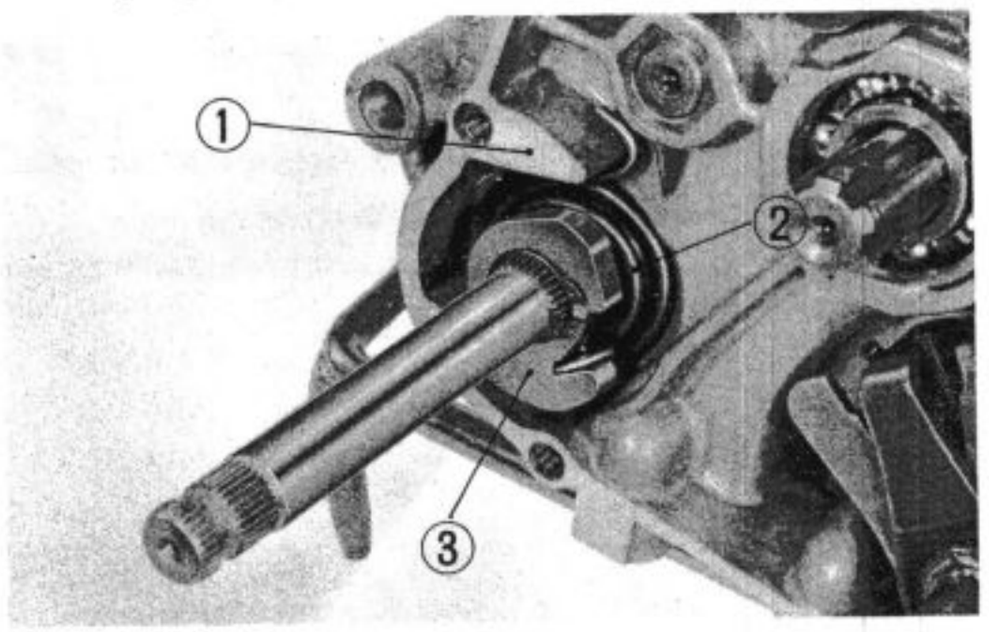

Fig 3-30 1. Crankcase 2. Kick starter spring
2. As shown in Fig. 3-30, install the kick starter spring.